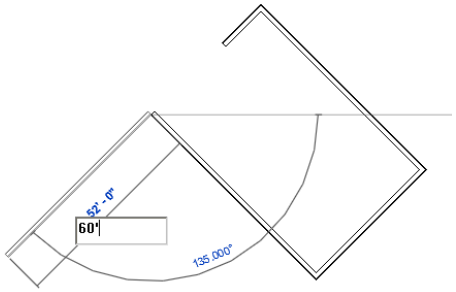

Figure 3-47 *Sketching the fifth inclined wall segment*
8. Similarly, create the fifth inclined wall segment of 60'(18288 mm) length, as shown in Figure 3-47.